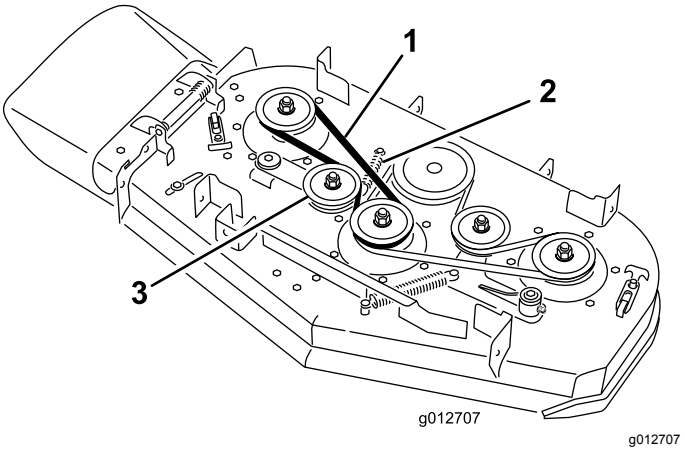

Bild 64
5. Entfernen Sie den rechten Mähwerkriemen (Bild 64).
7. Bauen Sie den vorher entfernten oder einen neuen Mähwerkriemen um die rechten Riemenscheiben des Mähwerks und die Spannscheibe ein (Bild 64).